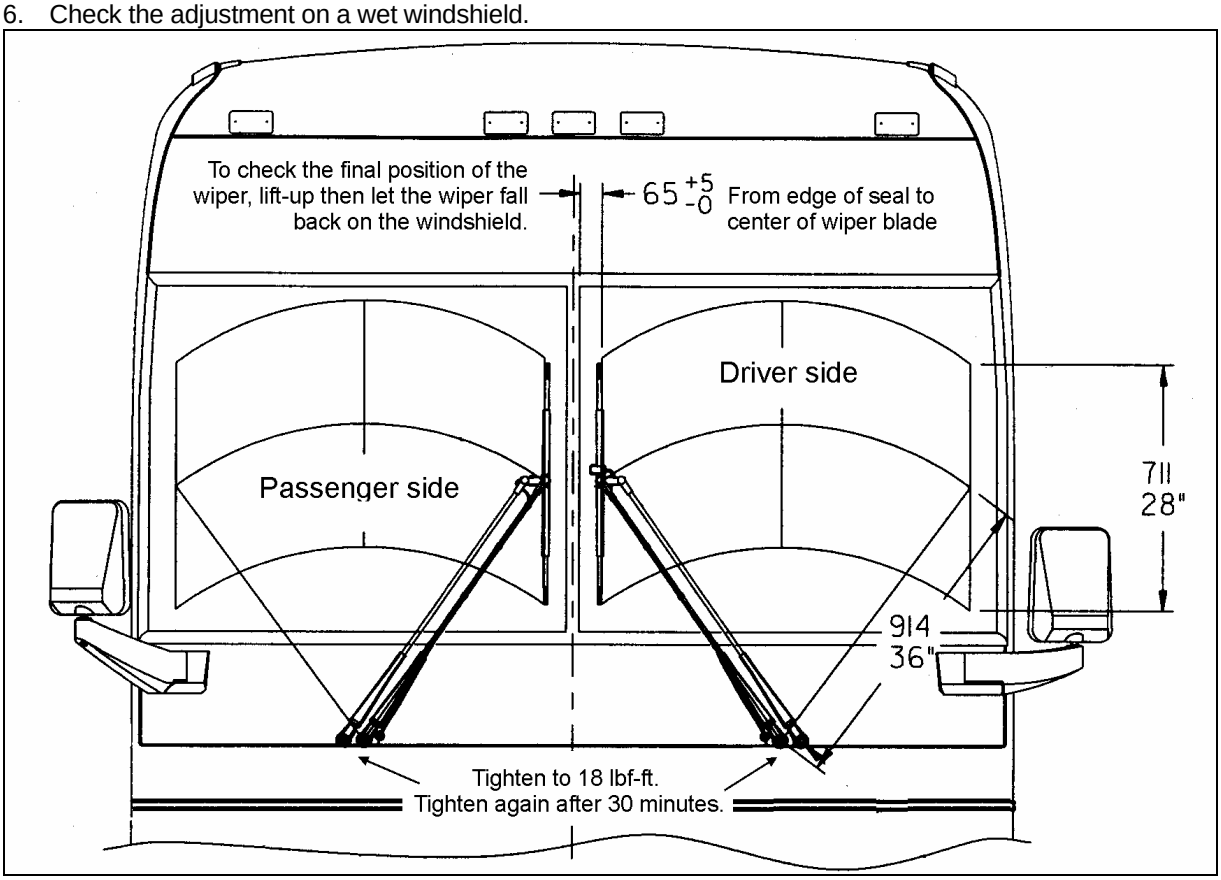

FIGURE 34: WIPER ARMS POSITIONING 23253
1. Reinstall the wiper arms and position as shown in figure 34. Before positioning the wipers at their final position, tighten the nuts to 9 lbf-ft (12 Nm) at first.